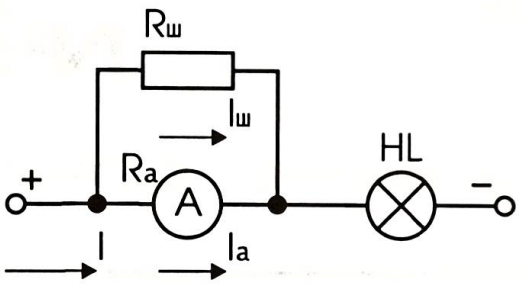

Рис. 3
2. Подключите параллельно к амперметру шунт с известным сопротивлением (рис. 3) и измерьте по показанию амперметра силу тока I_A, протекающего через прибор.